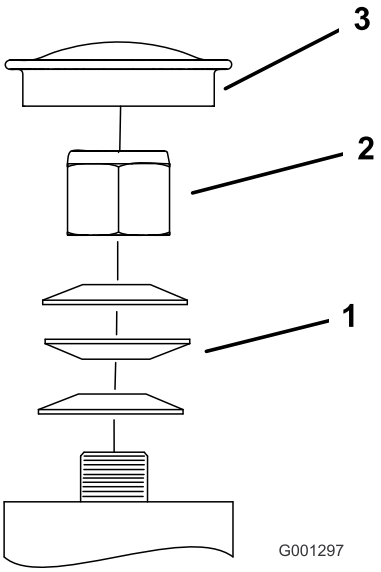

Figuur 58
3. Verwijder de stofkap van het zwenkwiel en draai de borgmoer aan (Figuur 58).
4. Draai de borgmoer aan totdat de veerringen vlak liggen, en draai deze vervolgens een 1/4 slag terug om de voorspanning op de lagers correct af te stellen (Figuur 58).
Belangrijk: **De veerringen moeten op de juiste wijze worden gemonteerd zoals wordt getoond in Figuur 58.**
5. Plaats de stofkap (Figuur 58).